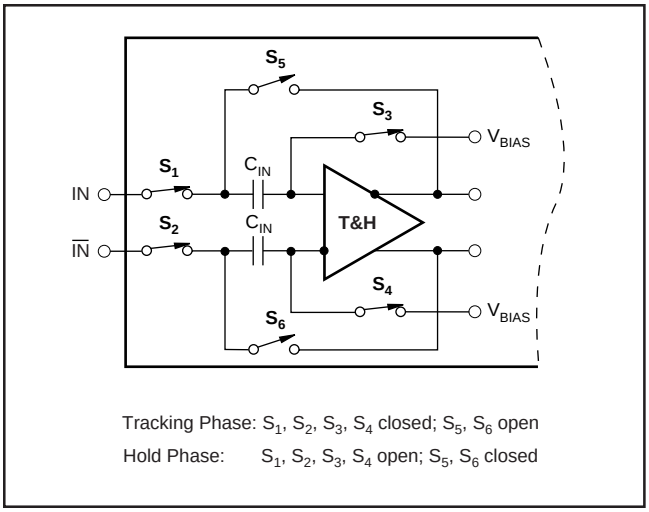

FIGURE 1. Simplified Circuit of Input Track-and-Hold Amplifier of ADS5220.
The ADS5220 is a 12-bit, 40MSPS, CMOS ADC designed with a fully differential pipeline architecture. The pipeline consists of three sections: a 3-bit quantizer, eight middle stages with a 1.5-bit quantizer for each stage, and a 4-bit flash. The output of each pipeline stage is processed and formed into 12-bit data in the digital error correction logic section to ensure good differential linearity of the ADC. The converter includes a high bandwidth track-and-hold amplifier in the input stage as shown in Figure 1. The rising edge of the input clock initiates the conversion process. Once the signal is captured by the input track-and-hold, the bits are sequentially encoded starting with the Most Significant Bit (MSB). This process results in a data latency of 5 clock cycles. The ADS5220 includes a high accuracy internal reference and also allows the use of an external reference. The input full-scale range is up to $2V_{PP}$ and is selectable based on the reference voltage setting. For normal operation, both analog inputs (IN, $\overline{IN}$) require an external common-mode voltage as a bias. The output data of the ADS5220 is available as a 12-bit parallel word, either coded in a Straight Offset Binary or Binary Two's Complement format. The ADS5220 includes an on-chip duty-cycle adjust (DCA) circuit, controlled through the state of the *Mode Select* pin (3). When activated, this duty-cycle adjust circuit can accommodate for an incoming clock duty-cycle range of 35% to 65%, and re-time it to a 50% duty-cycle, which allows for optimum internal clock timing. The ADS5220 has low power dissipation in normal mode and has two power-down modes. The device operates from a single +3.3V power supply and has a separate digital output driver supply pin.